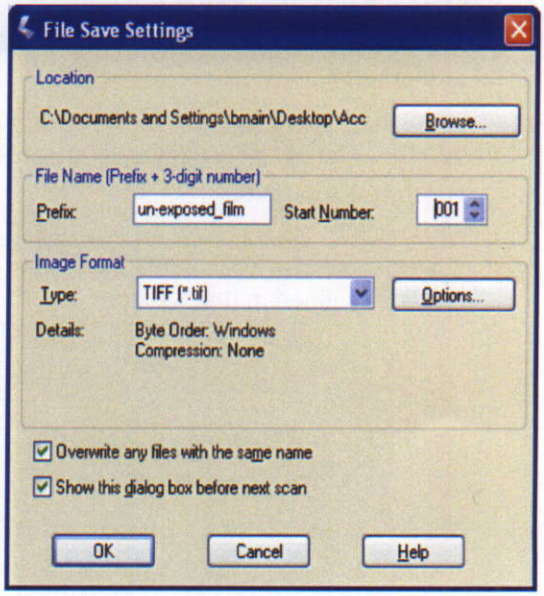

Figure 3-31 File Save Settings
- When saving a file use "TIFF" format (standard uncompressed). See *Figure 3-31 File Save Settings, page 40.*